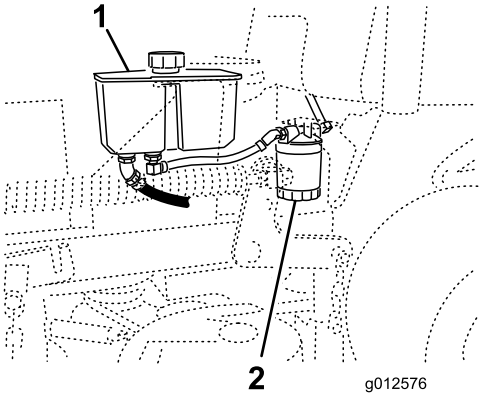

**Figur 74**
3. Finn filteret og plasser et tappefat under filteret (Figur 74).